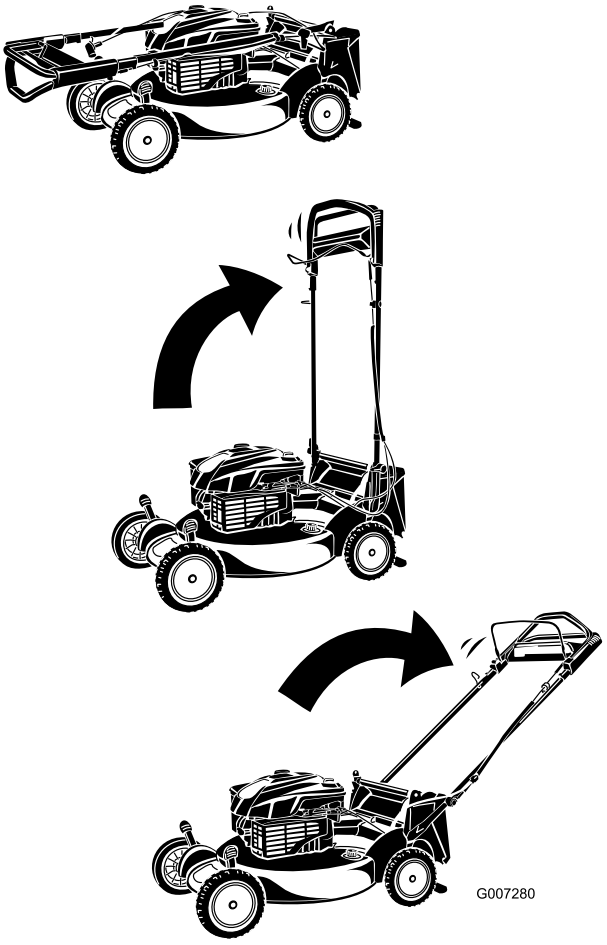

Bild 4
3. Drehen Sie den Griff nach hinten (Bild 4).